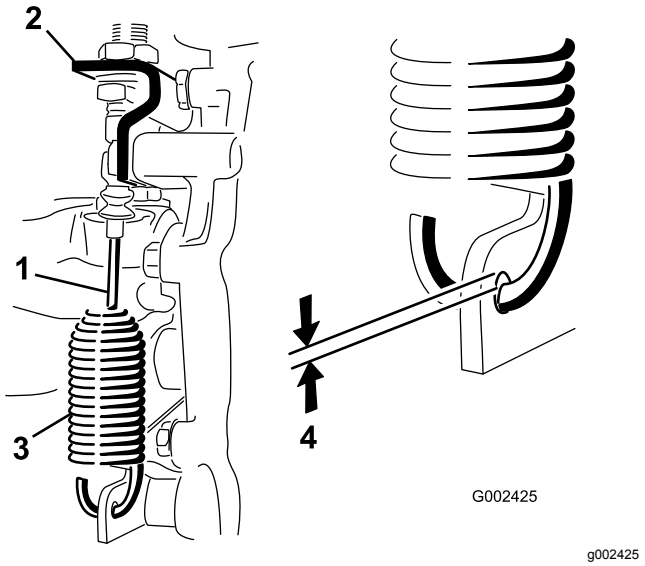

Rysunek 47
2. Odkręć przeciwnakrętki mocujące linkę blokady mechanizmu różnicowego do wspornika na skrzyni biegów (Rysunek 47).